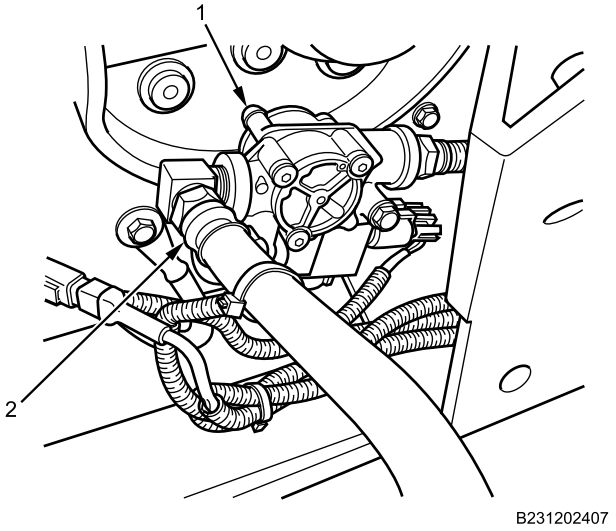

Figure 8. Left Air Line Hose.
1. Clean threads on left air line hose (Figure 8, Item 2) with wire brush.
2. With threads on air line hose (Figure 8, Item 2) facing you, apply tape thread sealing compound clockwise on threads.
3. Install air line hose (Figure 8, Item 2) onto ABS modulator valve (Figure 8, Item 1). Tighten securely.